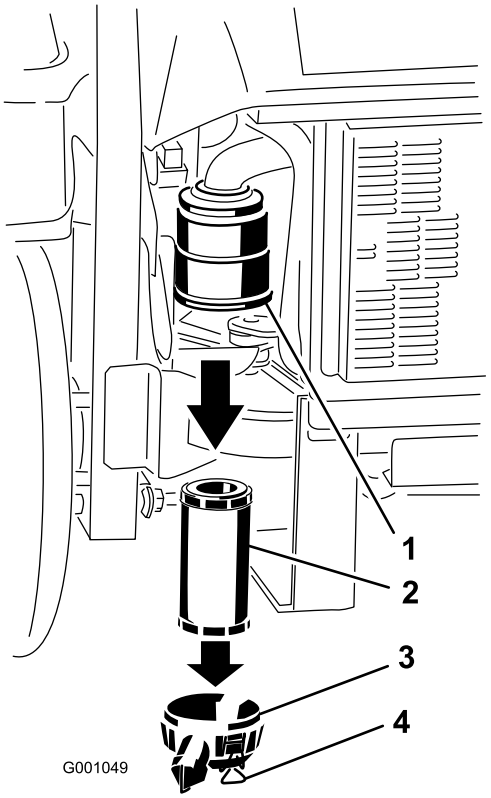

Figur 37
3. Åbn låsene på luftfilteret, og træk luftfilterdækslet af luftfilterhuset (Figur 37).
5. Skub forsigtigt filteret ud af luftfilterhuset (Figur 37). Undgå at ramme husets side med filteret.